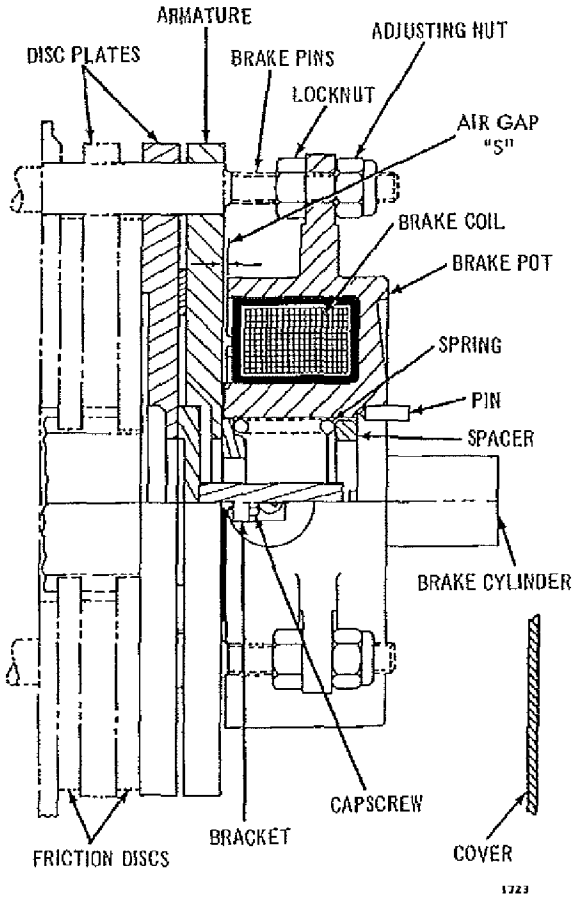

Figure 9-9. Disc Brake Assembly
GENERAL. The operation of the disc type electric-hydraulic brake is generally the same as described for the shoe type electric-hydraulic brake. See Figure 9-9.
1. Remove the brake cover. See Figure 9-9.